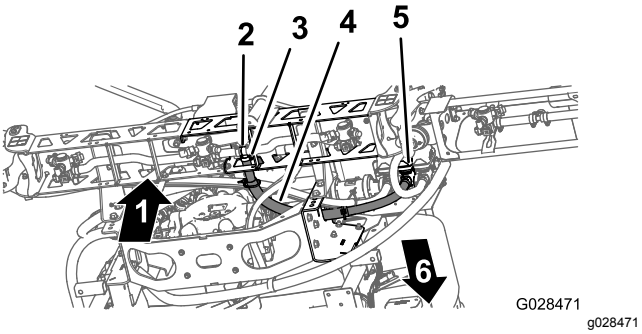

Figur 44
1. Dra centersprutrampsektionens slang i enlighet med Figur 44.
2. Montera sprutrampssektionens slang på T-kopplingen med hullingar vid centersprutrampssektionen och fäst slangen med en slangklämma (Figur 44).